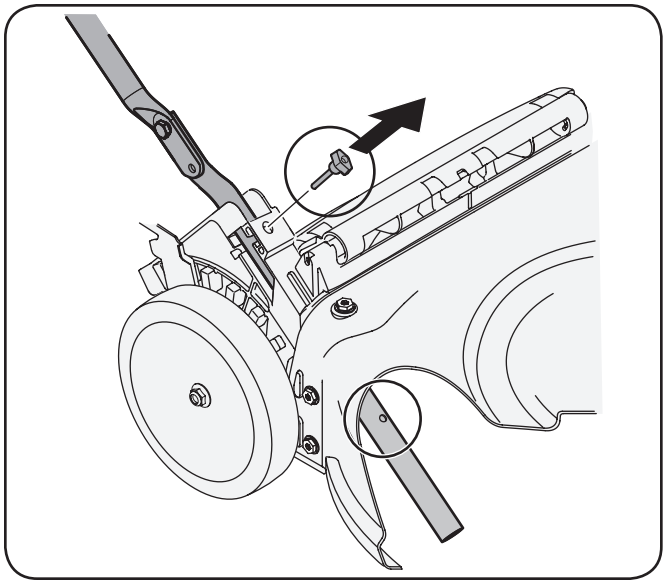

Figura 3-3
a. Tire hacia arriba en el asa hasta agujeros en la manija (que se muestra en la figura. 3-3 corte de la cubierta) se alinean con los agujeros en el mango soporte. Vea la fig. 3-4.